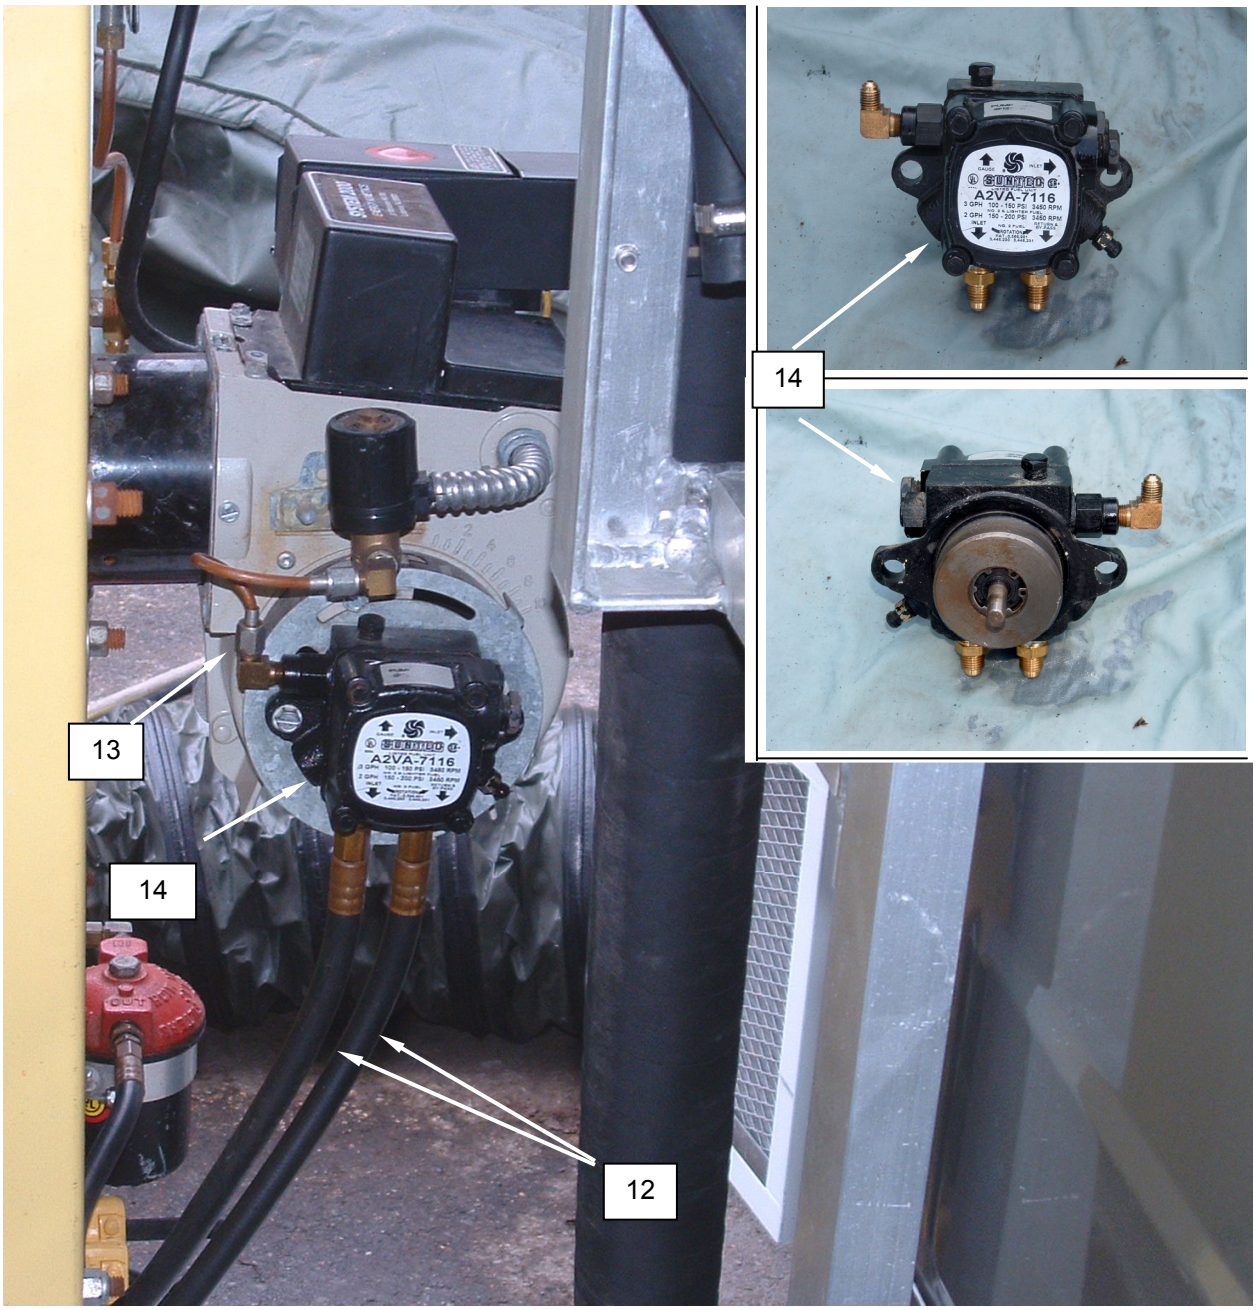

Figure 6. Replace the Fuel Pump.
2. Tag and disconnect fuel pump supply and return hoses **(Figure 6, Item 12)**.
3. Loosen the compression nut retaining the copper fuel pipe **(Figure 6, Item 13)** to the fuel pump **(Figure 6, Item 13)**.
4. Remove the screws retaining the fuel pump **(Figure 6, Item 14)** to the burner and remove the fuel pump.
5. Ensure the fuel pump coupling is in place and install the replacement fuel pump **(Figure 6, Item 14)**. Retain with screws.
6. Install the copper fuel pipe **(Figure 6, Item 13)** to the fuel pump **(Figure 6, Item 14)** and tighten compression nuts.
7. Install the fuel supply and return hoses **(Figure 6, Item 12)** as tagged and tighten.